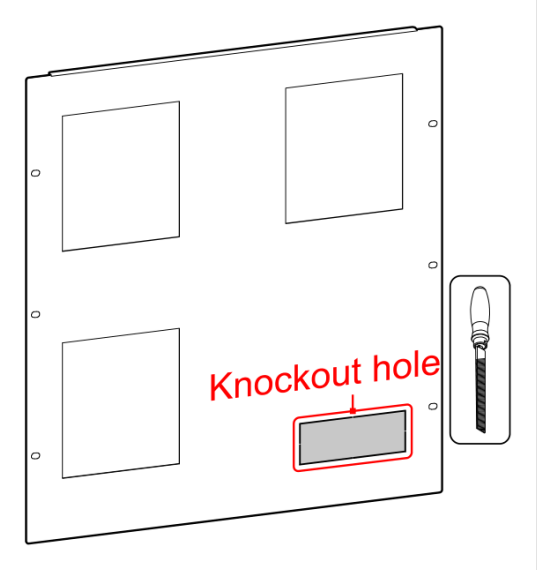

FIGURE 4-31 Knockout for the SPD in the front plate
4. Knock out the opening for the SPD in the front plate and smooth the edges with a file (Figure 4-31).